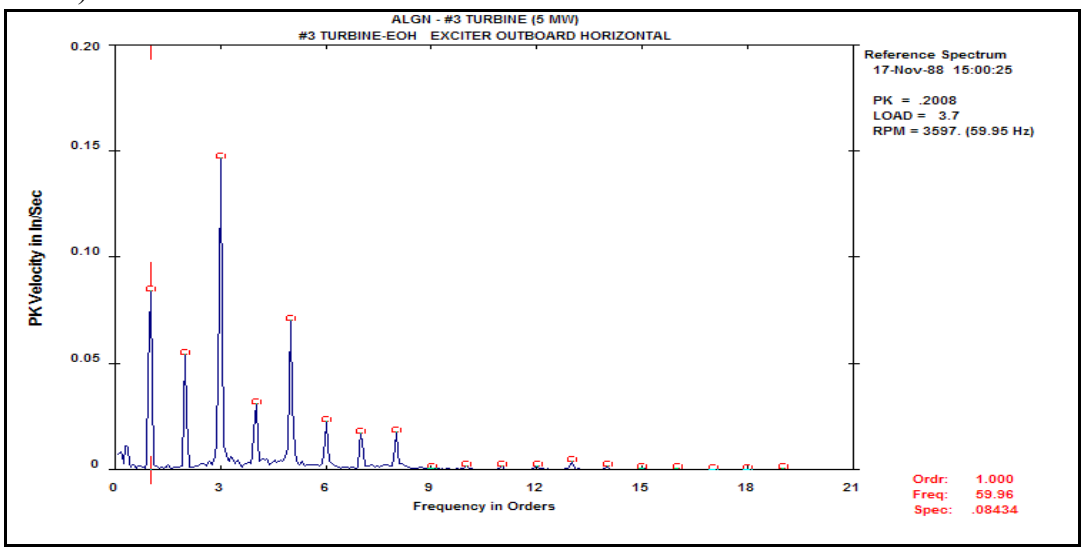

Figure 25
The single spectrum plot from EOH is exhibiting turning speed harmonics with an elevated 3xTS peak. Turning speed harmonics themselves are not necessarily a cause for concern. The high 3xTS peak does deserve scrutiny. There appears to be somewhat of a raised noise floor between 2xTS and 8xTS. This may indicate a degree of looseness. The 2xTS peak is greater than half the amplitude of the 2xTS peak. (Figure 25)
4) Repetitive, periodic waveform (Figures 25 and 27)
5) Low impacting (Figures 25 and 27)